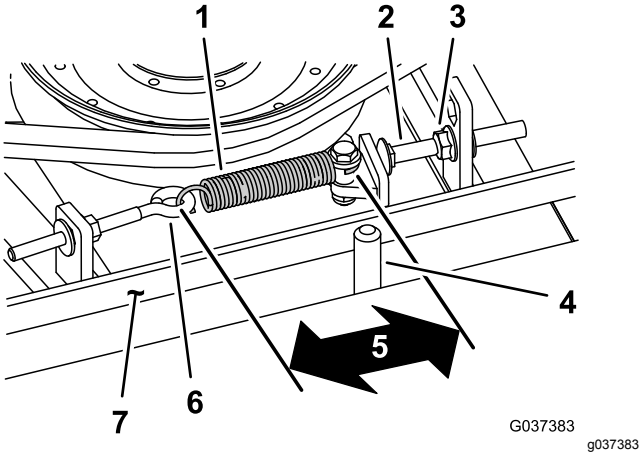

Figuur 102
Als de juiste spanning verkregen is, moet de binnenmeting van de trekveer (haak tot haak) ongeveer 8,3 cm tot 9,5 cm bedragen. Als de veer de juiste spanning heeft, moet u de aanslagbout (slotbout) afstellen totdat de afstand tussen de kop van de bout en de arm van de spanpoelie ongeveer 2 tot 5 mm is (Figuur 102).
Opmerking: Plaats de riem aan de kant van de riemgeleider die naar de veer is gekeerd (Figuur 102).
2. Maak de oogbout los (Figuur 102).
3. Draai de flensmoer los waarmee de aanslagbout is bevestigd aan het bevestigingslipje en trek de spanpoelie weg van de riem (Figuur 102).
9. Bevestig de trekveer (Figuur 102) aan de oogbout en span de riem als volgt: